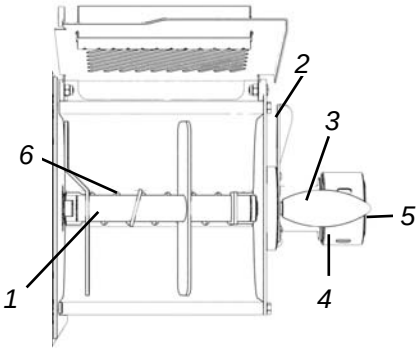

Abb.7.2.1
1. *Die Schaufel „1“ in die in Abb. 7.2.1 gezeigte Position bringen.*
Die Position der Schaufel muss wie in Abb. 7.2.1 gezeigt sein, sonst kann sie ***nicht*** *entnommen werden.*